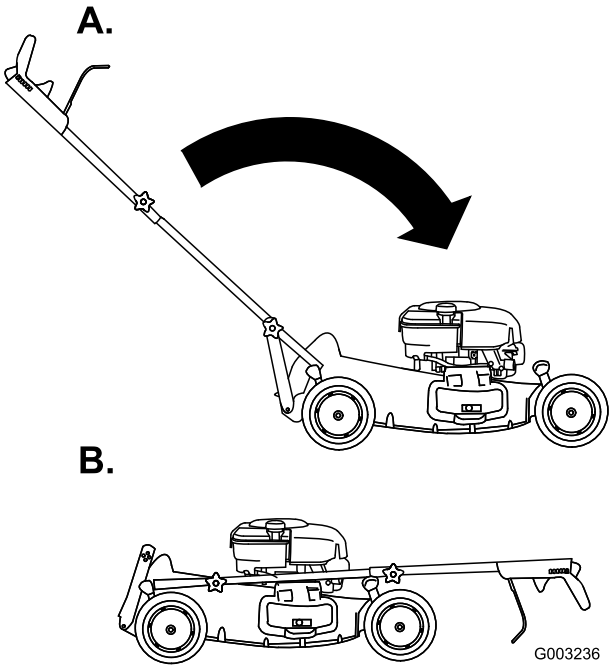

Figur 43
2. För handtaget framåt (Figur 43).